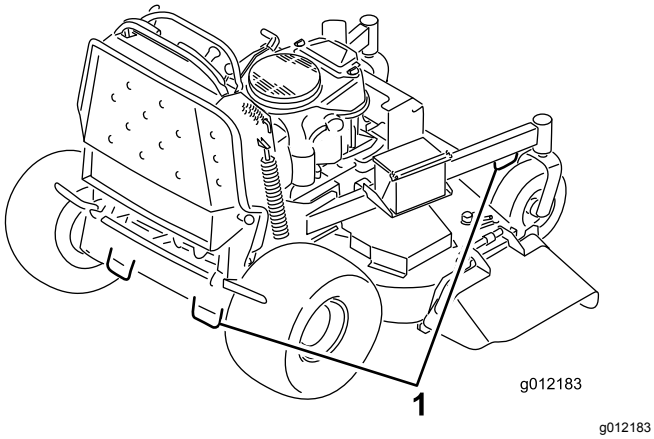

Figur 30
7. Bind fast maskinen nära de främre svänghjulen och den bakre stötdämparen med remmar, kedjor, kablar eller rep (Figur 30). Kontrollera vilka lokala bestämmelser som gäller för transport på släp.